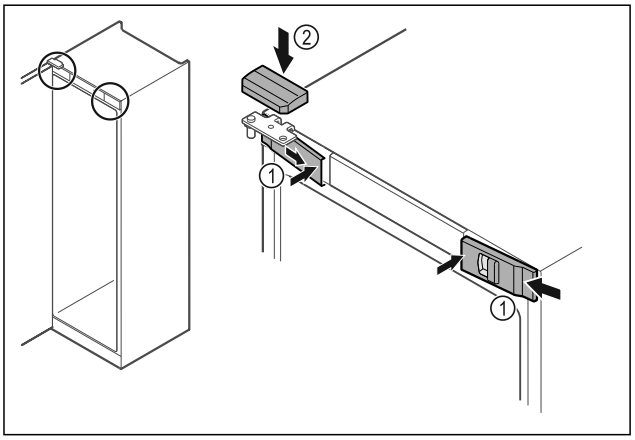

Fig. 44
▶ Acroșați apărătorile frontale *Fig. 44 (1)* lateral și fixați-le în poziție la interior.
▶ Fixați în poziție apărătoarea superioară *Fig. 44 (2)* de sus.